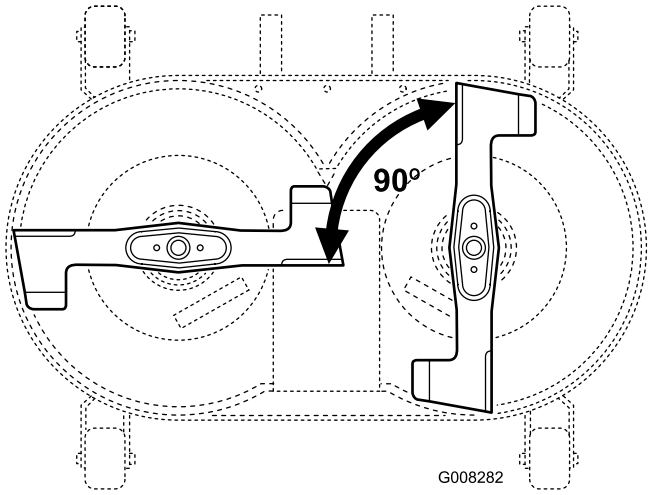

Figur 38
2. Anbring knivene i en vinkel på 90 grader i forhold til hinanden (Figur 38).